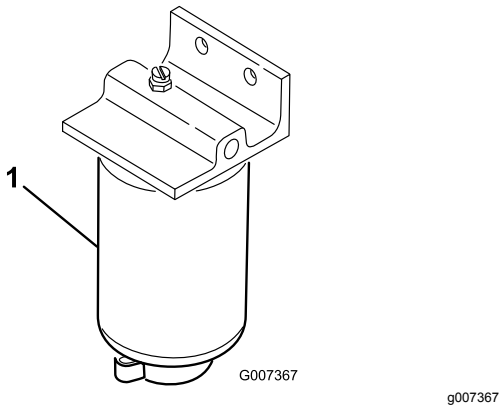

Figur 53
1. Anbring en ren beholder under brændstoffilteret (Figur 53).